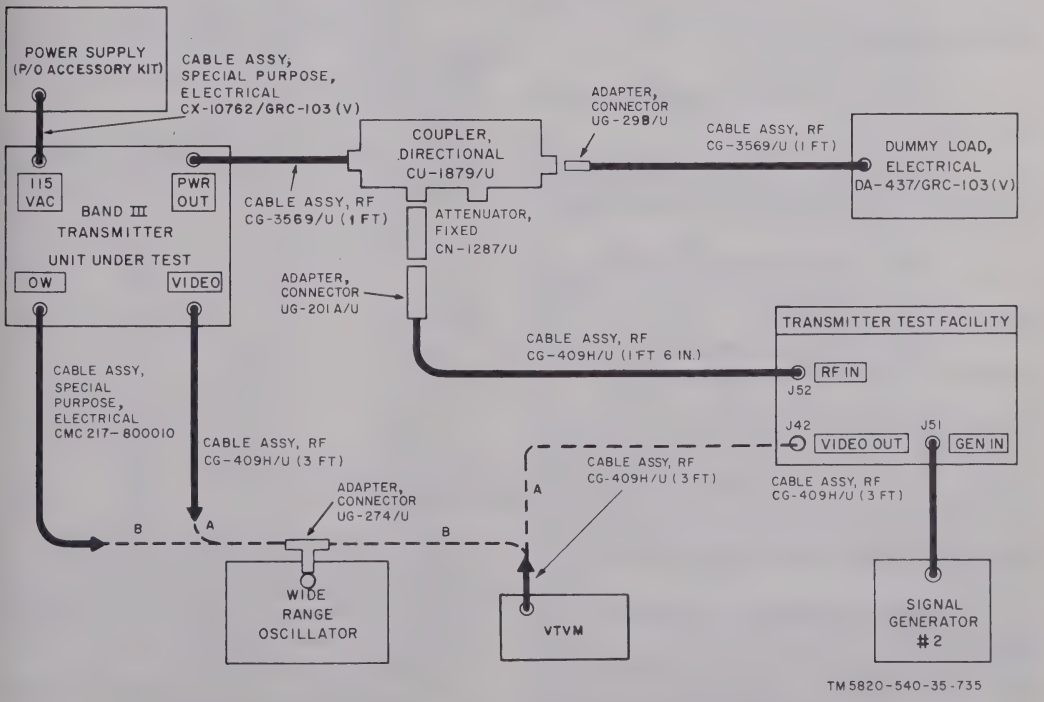

Figure 4–377. Band III transmitter frequency deviation measurements, test setup.
(*a*) *Initial setup.* Connect the test equipent as shown in A, figure 4–377.
1. Connect the wide range oscillator and VTVM to the unit under test OW connector as shown in B, figure 4–377.
1. Connect the test equipment as shown in A, figure 4–378.
2. Set the unit under test XMTR CHANNEL and XMTR TUNE controls to channel 1030 and tune for peak output power as described in (1)(*g*) and (*h*) above.